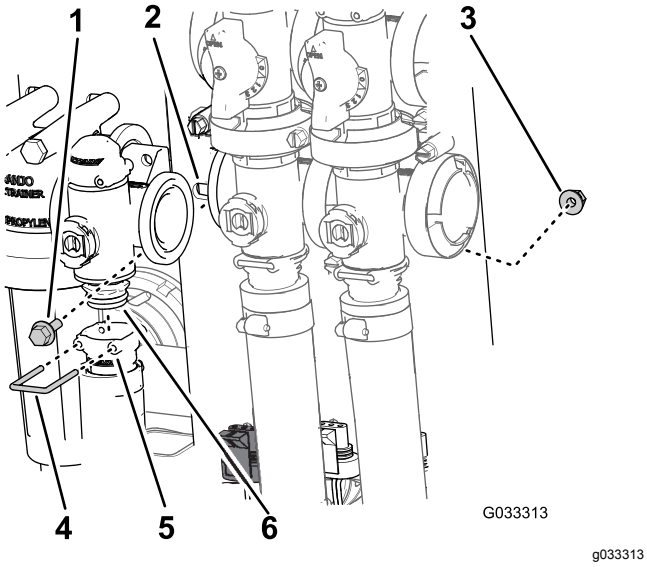

**Figuur 63**
2. Verwijder de borgclip waarmee de uitgaande fitting aan de verdelerklep voor de gebruiksdosis is bevestigd (Figuur 63).
3. Verwijder de 2 flenskopbouten en 2 flensborgmoeren waarmee de regelklep voor de gebruiksdosis is bevestigd aan de klepbevestiging en verwijder de verdeler uit de machine (Figuur 63).